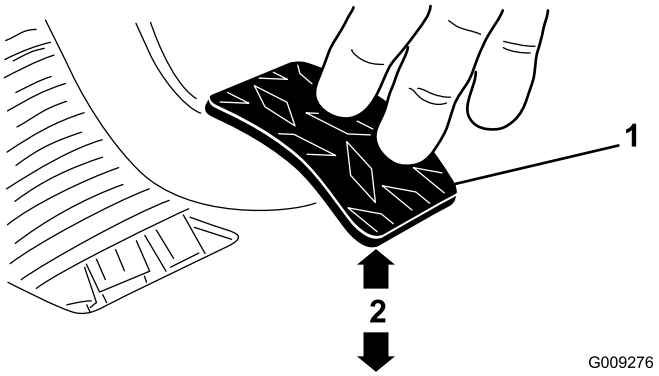

Figuur 70
3. Stel de contramoeren en/of kogelverbinding zo af dat de onderkant van het achterste deel van het koppelingspedaal 9,5 ± 0,3 cm is verwijderd van het ruitprofiel van de antislipvloerplaat, wanneer een kracht van 1,8 kg wordt uitgeoefend op het pedaal (Figuur 70).